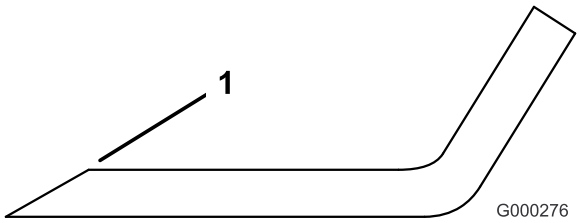

Figur 57
1. Slipa eggarna i båda ändar av kniven med en fil (Figur 57). Behåll ursprungsvinkeln. Kniven behåller balanseringen om samma mängd material avlägsnas från båda eggarna.